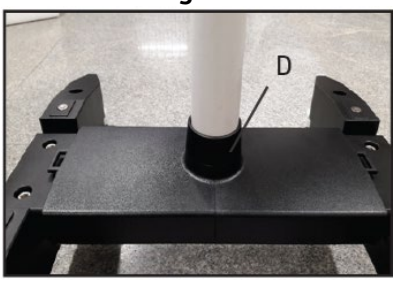

Fig. 37
2. **Make sure that during assembly of the column ring D is fixed in place, as shown in Fig.37.**